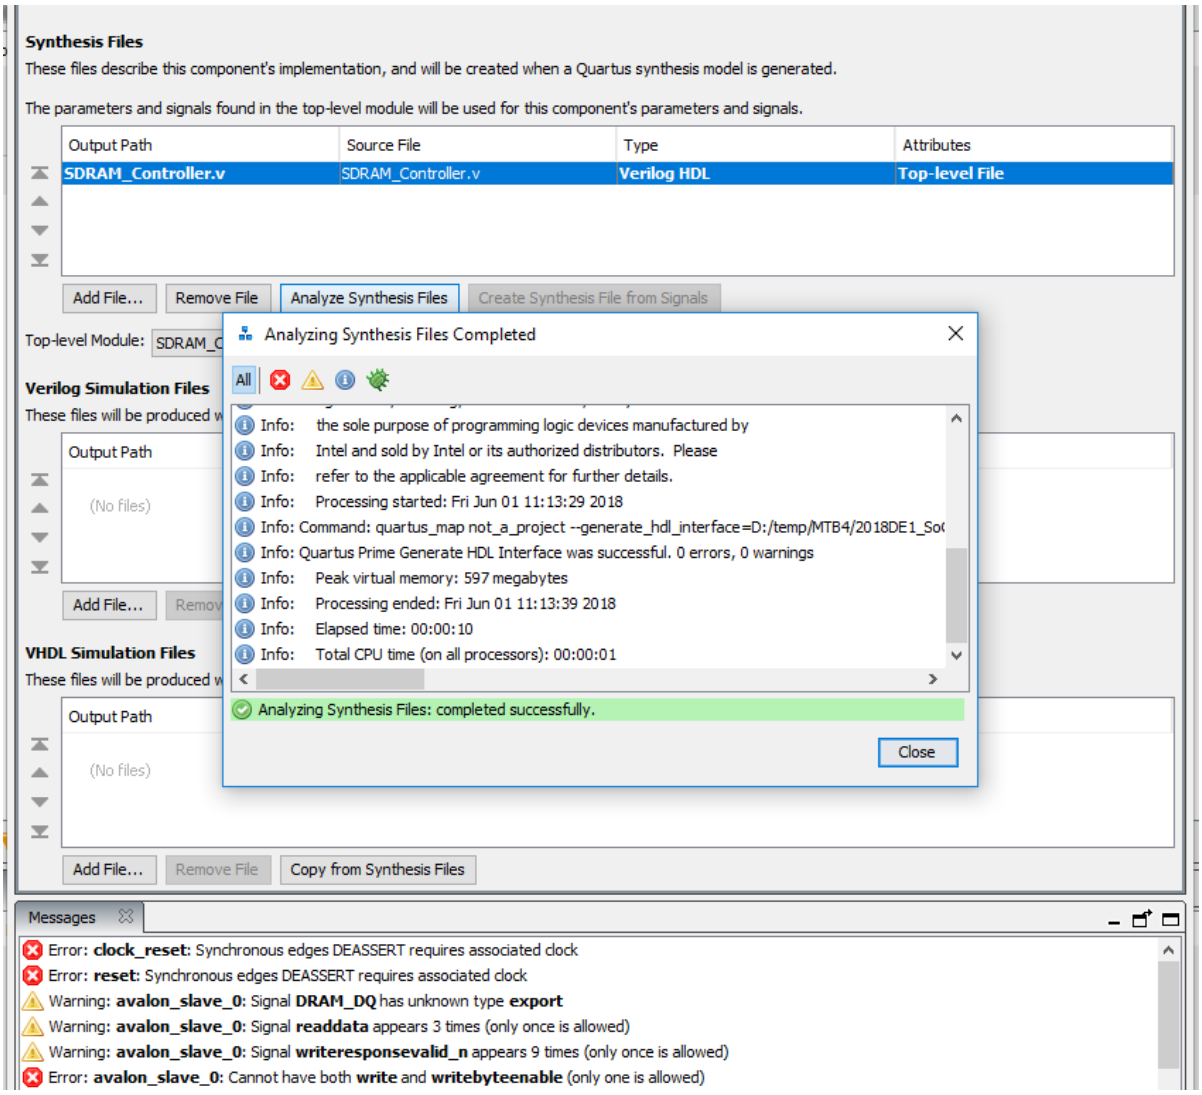

Figure 5: Specifying Files
- In the Files tab, you will need to specify the file that describes your component (Figure 5). Click on the "Add File..." button under the section "Synthesis Files" to browse and select the module `SDRAM_Controller.v`. Then click "Open" and click on the "Analyze Synthesis Files" button. Any errors found by "Analyzing Synthesis Files" need to be fixed and the code re-analyzed. Once no errors are present (should see message "`Analyzing Synthesis Files: Completed successfully`" or "`Analyzing Synthesis Files: Completed with warnings`"), the next step is to specify the types of interfaces that are used by the component.